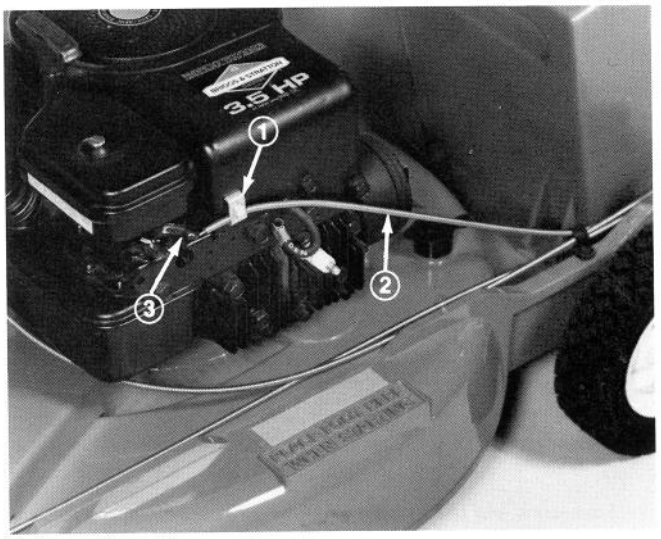

Figure 40
1. Pull high tension wire off spark plug and install end in notched hole. Move handle-mounted throttle control to full OFF position (Fig. 40).
2. Loosen cable clamp screw until throttle cable is free to slide (Fig. 40).